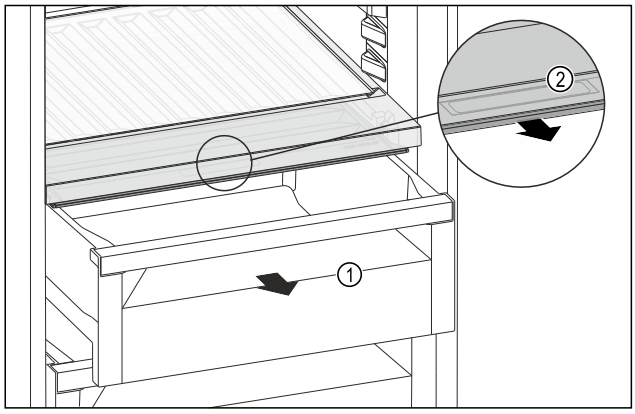

Fig. 165
▶ Pull out the drawer *Fig. 165 (1)*.
▶ Grasp the recessed grip *Fig. 165 (2)* on the compartment lid and pull the compartment lid forwards at the same time.